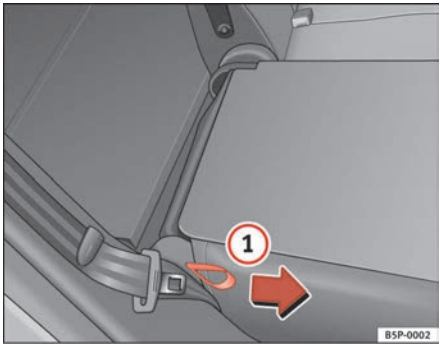

Fig. 100 Folding or opening the front seat backrests
– Pull the loop on the side of the seat ⇒ fig. 100 (1) in the direction of the arrow and lift the seat backrest into position.